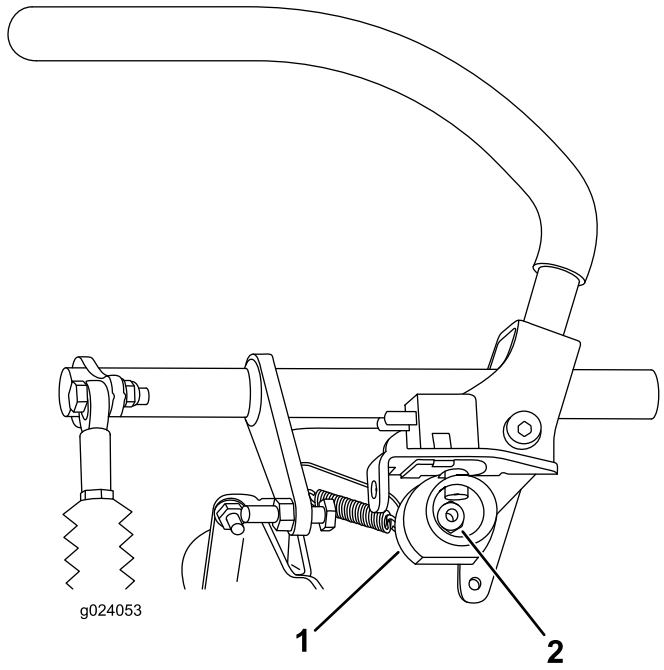

Figur 69
7. Løsne mutteren som holder kammen (Figur 69).